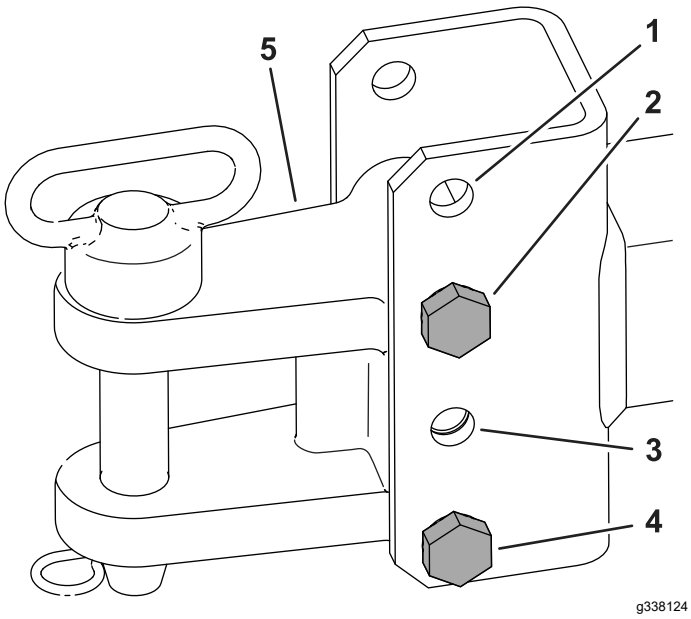

Figuur 7
2. Stel het trekpunt van het transportframe af naar boven of naar beneden volgens de meting van de trekhaak van de machine. Gebruik de juiste montage-openingen zoas getoond in onderstaande tabel en in Figuur 7.